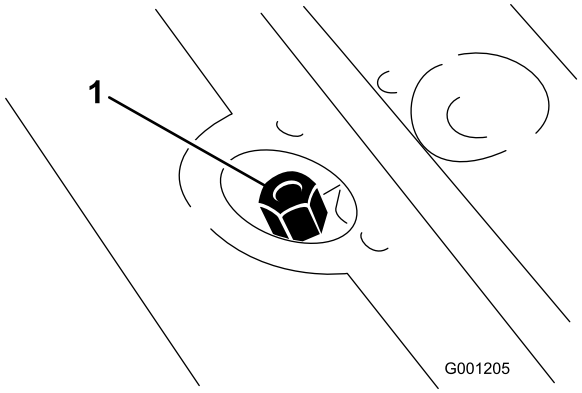

Figuur 24
2. Verwijder de peilstokdop (Figuur 24) uit de vulbuis en veeg deze af met een schone doek. Schroef de peilstokdop handvast op de vulbuis. Verwijder deze daarna en controleer het vloeistofpeil op de peilstok. Als het vloeistofpeil niet binnen 13 mm van de groef in de peilstok staat, moet u voldoende vloeistof bijvullen totdat het peil de groef bereikt. Niet te vol vullen.